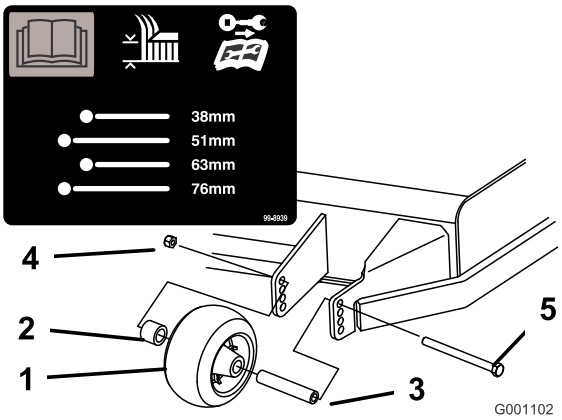
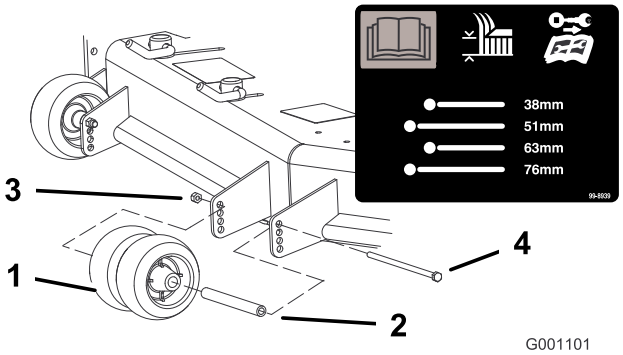
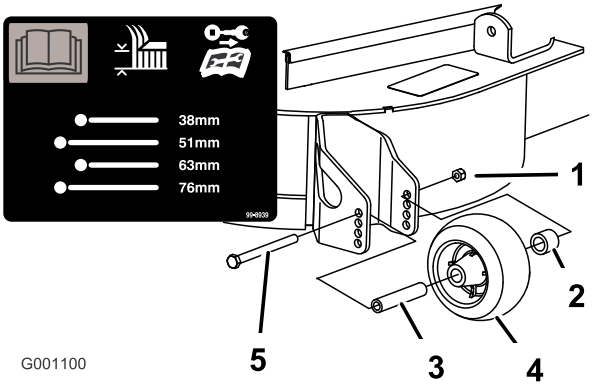

**Figur 19**
**Figur 20**
**Figur 21**
3. Når du har justeret klippehøjden, skal du justere rullerne ved at fjerne flangemøtrikken, bøsningen, afstandsklodsen og bolten (Figur 19, Figur 20 og Figur 21).
**Bemærk:** De to midterste ruller har ikke en afstandsklods (Figur 20).
5. Monter flangemøtrik, bøsning, afstandsklods og bolt. Spænd til 54–61 Nm (Figur 19, Figur 20 og Figur 21).